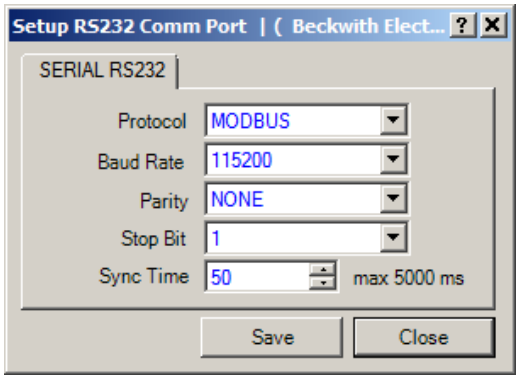

Figure 4-29 Setup RS-232 Comm Port Dialog Screen
- If the RS-232 option is enabled in the control, TapTalk will display the Setup RS-232 Comm Port dialog screen (Figure 4-29).
a. If the RS-232 hardware is present, select "OK" to enable. TapTalk will then display the Setup RS-232 Comm Port dialog screen (Figure 4-29). Go to Step 3.